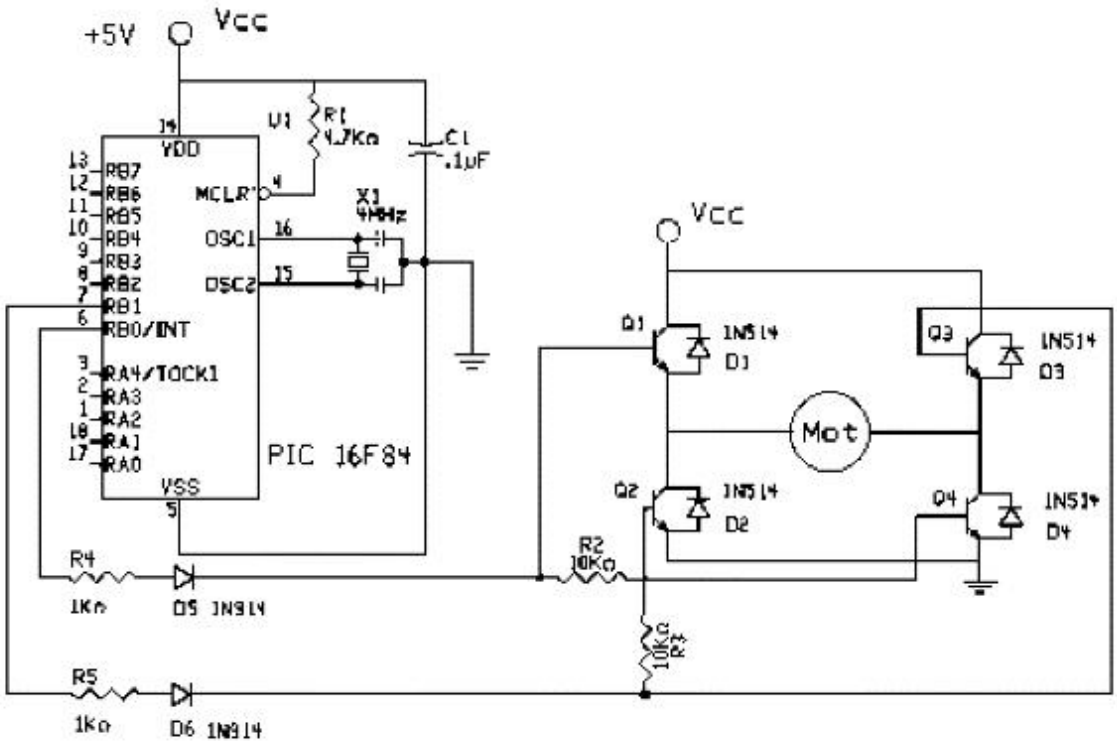

Figure 11.4 PIC schematic using H-bridge to control dc motor.
The PIC microcontroller controls an H-bridge made of four TIP120 Darlington NPN transistors, four 1N514 diodes, and two 10-kΩ $^1/_4$-W resistors (see Fig. 11.4). The TIP120 Darlington transistors are drawn in the schematic as standard NPN transistors. Pin 0 is connected to transistors Q1 and Q4. Pin 1 is connected to transistors Q3 and Q4. Using either pin 0 or pin 1, the proper transistors are turned on and off to achieve clockwise (CW) or counterclockwise (CCW) rotation. If, by accident or programming error, pins 0 and 1 are brought high simultaneously, this will create a short circuit.